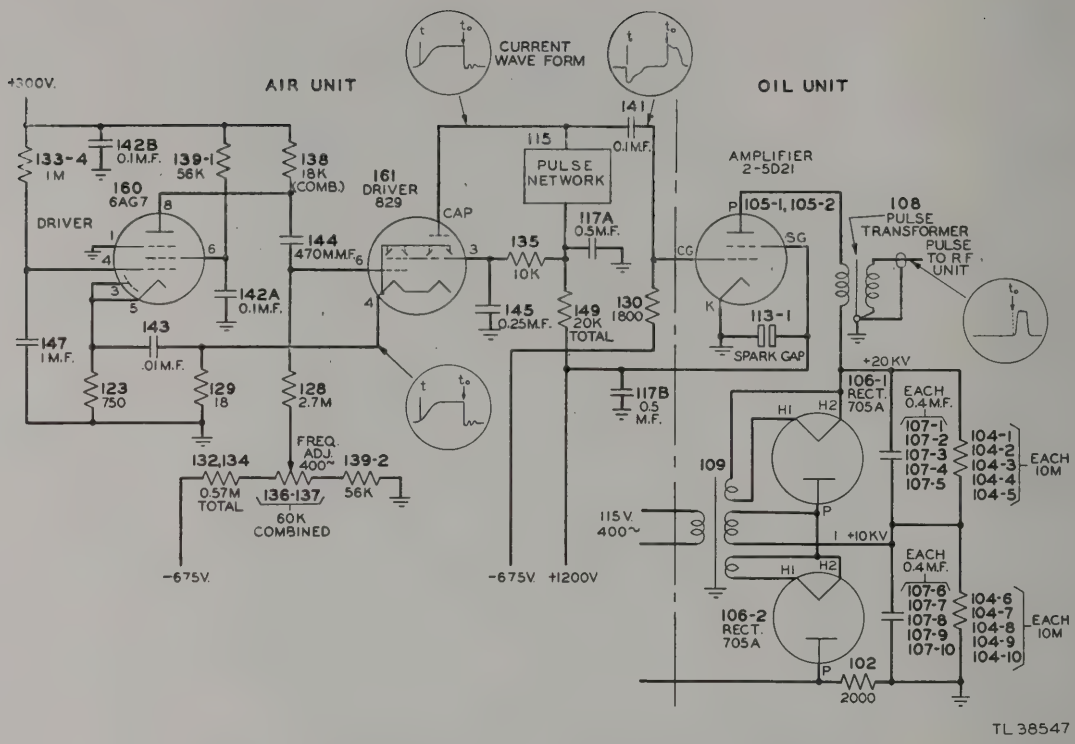

Figure 24. Modulator Unit MD-2/TPS-1, simplified schematic diagram.
a. Multivibrator Circuit. The multivibrator and associated rectifier circuits are located in the tube compartment of the modulator air unit (fig. 23). A simplified schematic of the multivibrator circuit is shown in figure 24. Tube 160 operates with a positive grid bias supplied by external 300-volt supply through resistor 133-4. Grid bias for tube 161 is furnished by the 675-volt rectifier in this unit through FREQ ADJ potentiometer 137. Assuming that both tubes are conducting (tube 161 having just started to conduct), any increase of plate current in tube 161 increases the voltage drop across resistor 129, applying a positive voltage through capacitor 143 to cathode resistor 123 of tube 160. The resulting increase of grid-cathode potential decreases the current through tube 160. The resulting decrease of voltage drop across resistors 138-1 and 138-2 applies a positive voltage through capacitor 144 to the grid of tube 161, further increasing the current through this tube. Thus, a small increase of current through tube 161 causes a further rapid increase which continues until capacitor 144 is fully charged. The leak to ground provided by resistors 128, 137, 136, and 139-2 is high resistance so the charge is held on capacitor 144 for some time. As the grid of tube 161 accumulates a negative potential, the current through resistor 129 ceases to increase and the extra bias on the cathode of tube 160 is removed. The timing of this removal is about 5 microseconds and is determined by the time constant of resistors 123 and 129 and capacitor 143. The current through tube 160 then increases, applying additional negative bias to the grid of tube 161 through capacitor 144 until tube 161 is biased beyond cut-off and ceases to conduct. The charge on capacitor 144 then leaks off through resistors 128, 137, 136, and 139-2, and the negative bias on the grid of tube 161 is removed allowing tube 161 to start conducting again. This starts the cycle over again. The time required for the charge on capacitor 144 to leak off sufficiently for tube 161 to become conducting is about 2,500 microseconds so that the cycle is repeated about 400 times per second. The exact rate is adjustable by changing the grid bias of tube 161 by means of potentiometer 137.